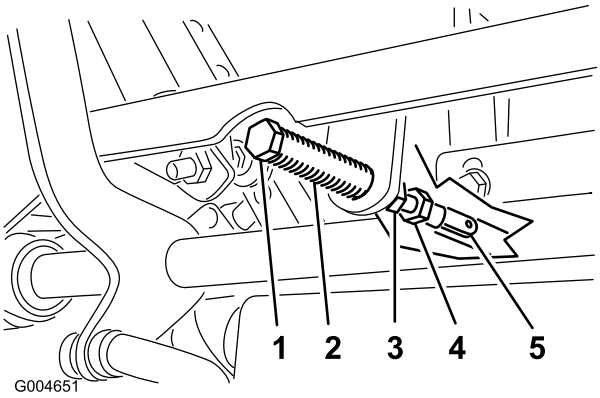

Figura 53
5. Tire hacia atrás de la palanca hasta que el pasador (en el brazo situado encima del eje pivotante) entre en contacto con el extremo de la ranura (empezando justo a tensar el muelle) como se muestra en Figura 53.
7. Si es necesario un ajuste, afloje la tuerca y la contratuerca contra la horquilla (Figura 53).
8. Aplique una ligera presión hacia atrás en la palanca de control de movimiento, y gire la cabeza del perno de ajuste en el sentido apropiado hasta que la palanca de control esté centrada en posición de Bloqueo/punto muerto (Figura 53).
9. Apriete la tuerca y la contratuerca (Figura 53).
10. Apriete las contratuercas de las rótulas (Figura 53).